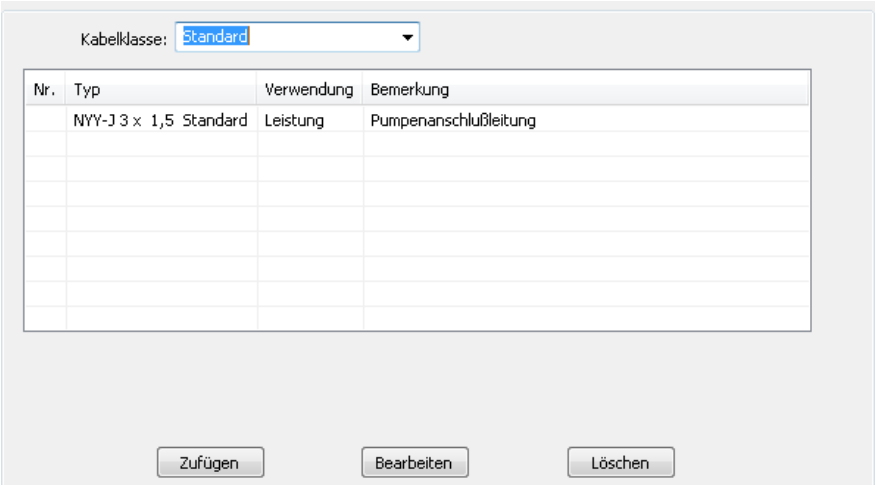

Bild 29.21 – Bearbeiten, Rubrik *Kabel*
- Wechseln Sie zur Rubrik *Kabel*. Die Optionen werden eingeblendet (Abb. 29.21).